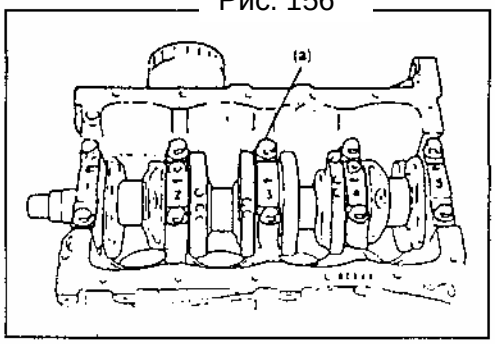

Рис. 157
4) Установите крышку подшипника и затяните болты крепления крышки требуемым моментом как показано на схеме (Рис. 157). Затягивать болты необходимо для того, чтобы правильно определить зазор коренного подшипника.